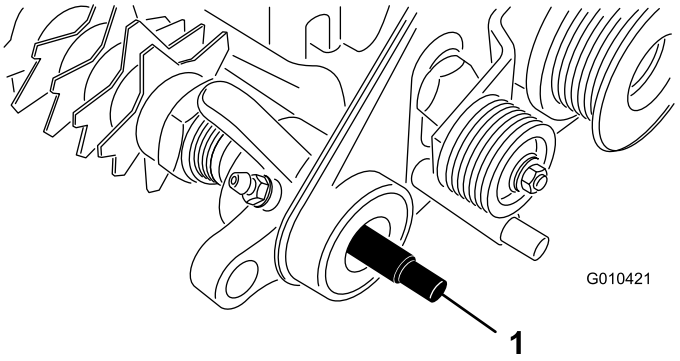

Figura 7
1. Applicate del grasso alla guarnizione nel supporto del cuscinetto del gruppo di rotazione e all'estremità dell'albero grooming (Figura 7).
2. Fate scorrere un'estremità dell'albero grooming all'interno del supporto del cuscinetto del gruppo di rotazione (Figura 7).